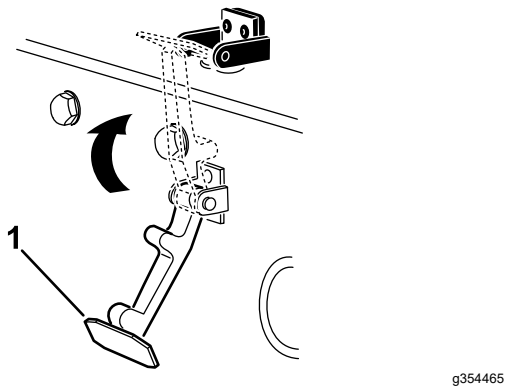

Rysunek 34
6. Zatrzaśnij zatrzask maski na jego uchwycie (Rysunek 34).